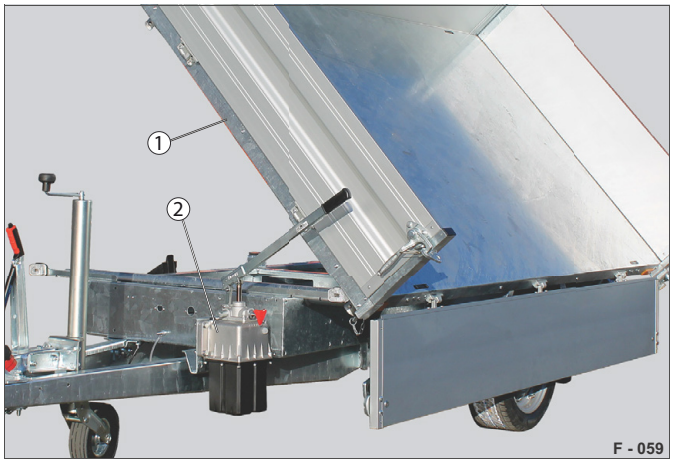

Abb. 62 Sklopená poloha
– Hydraulické pumpy ovládají (Abb. 62/2) teleskopický válec pro zvedání/spouštění nebo naklánění přístupové rampy (Abb. 62/1).